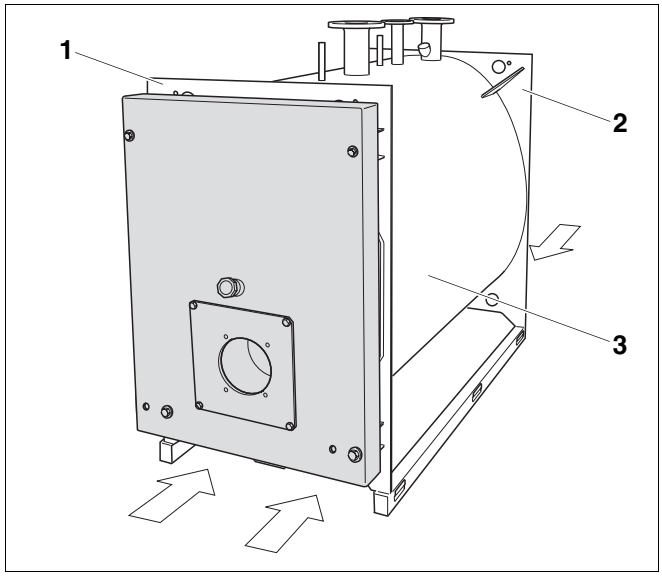

Rys. 4 Transport korpusu kotła wózkiem widłowym/wózkiem podnośnym
- Wprowadzić widły wózka pod przednią (rys. 4, **poz. 1**) i tylną (rys. 4, **poz. 2**) ściankę kotła.
- Wsunąć po jednym wózku podnośnym pod przednią i tylną ściankę kotła (rys. 4, strona 15).
- Unieść kocioł równomiernie przy pomocy obu wózków (rys. 4, strona 15).